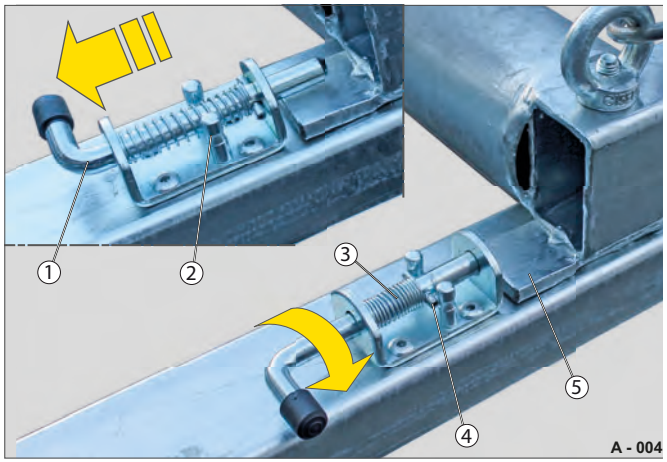

Fig. 22 Oplåsning af låserigelen
▶ Træk i låserigelen (Fig. 22 /1), så kraften fra trykfjederen (Fig. 22 /2) overvindes.
▶ Drej samtidig låserigelen 90 °, og fastlås sikringsstifterne (Fig. 22 /4) bag stoptappene (Fig. 22 /2).
Lasken på bremserammen (Fig. 22 /5) frigives.